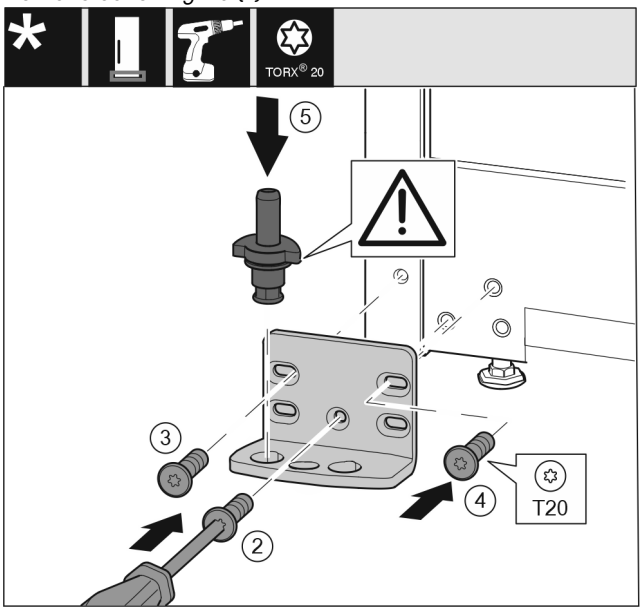

Fig. 17
- ▶ Place the swap bearing block on the other side and use a screwdriver to screw it on. Start with the screw *Fig. 17 (2)* at the bottom in the middle.
- ▶ Tighten screw *Fig. 17 (3)* and screw *Fig. 17 (4)*.
- ▶ Insert the bearing bolt *Fig. 17 (5)* completely. Ensure that the latching cam is pointing towards the rear.